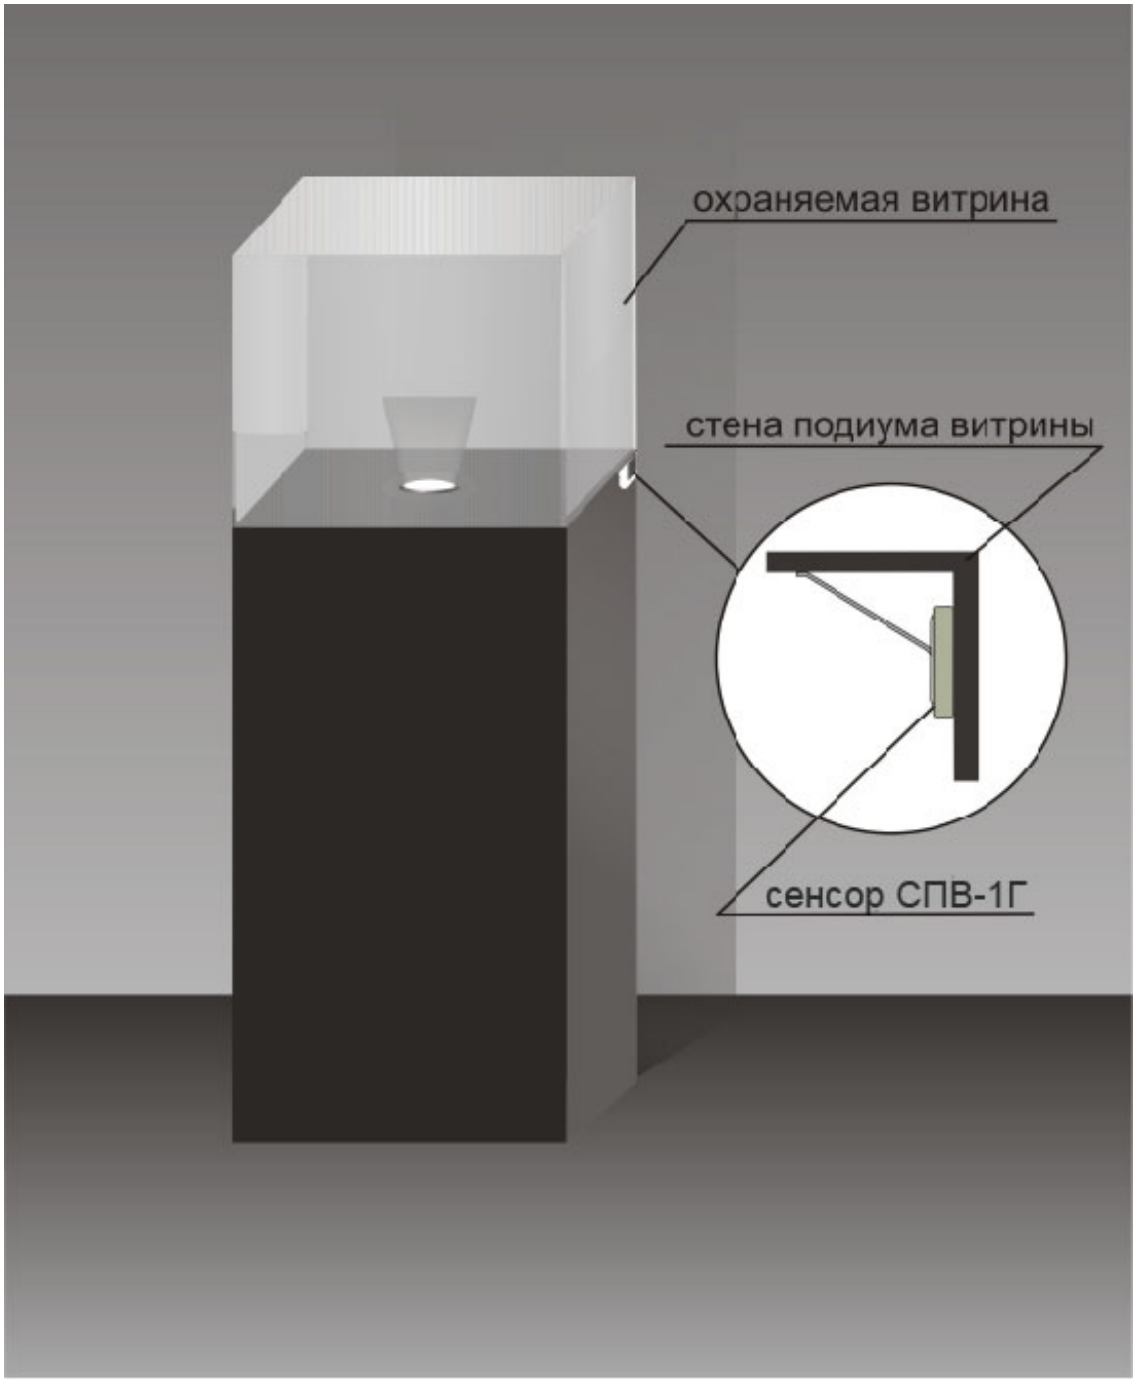

Рисунок 2.10
2.2.5.2 Сенсор СПВ-1Г размещают внутри витрины в углу, между двумя ее смежными сторонами (рисунок 2.10). Порядок монтажа сенсоров СПВ-1Г приведен в Приложении В. Предпочтительно скрытное расположение сенсора.